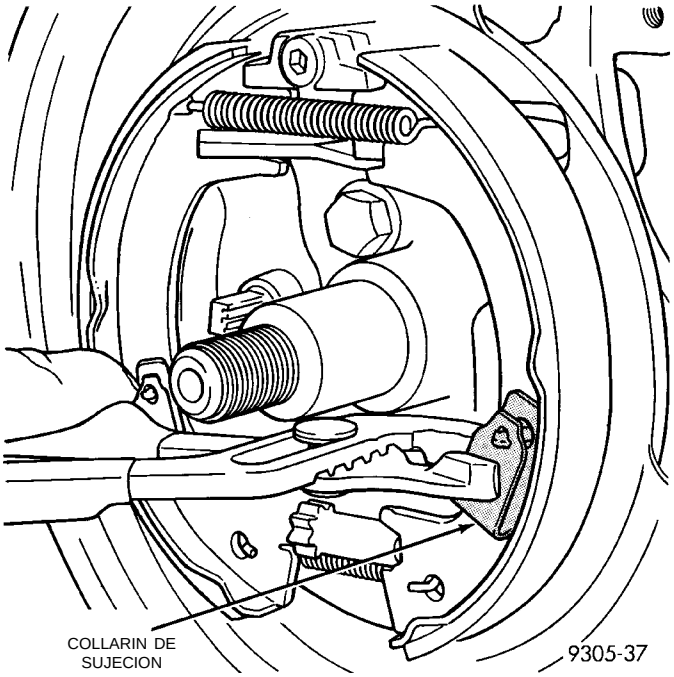
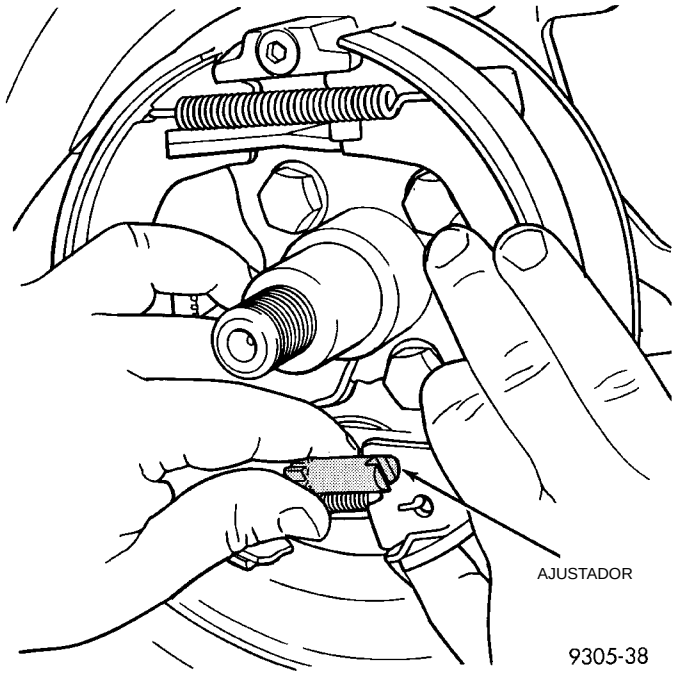

Fig. 158 Collarín de sujeción de la zapata trasera de freno
Fig. 159 Conjunto del ajustador de zapata de freno de estacionamiento
(1) Retire el conjunto del calibrador del freno de disco trasero del adaptador y rotor (Consulte Desmontaje de la zapata de freno de disco).
(2) Retire el rotor trasero de la maza trasera.
(3) Retire la tapa guardapolvo de la maza trasera.
(4) Retire la tuerca de retén y la arandela del conjunto de maza y cojinete trasero.
(5) Retire el conjunto de maza y cojinete trasero del vástago trasero.
(6) Retire el collarín de sujeción del conjunto de la zapata trasera de freno (Fig. 158).
(7) Gire la rueda del ajustador de la zapata de freno hasta que el ajustador esté en la longitud más corta.
(8) Retire el conjunto del ajustador de los conjuntos de zapatas del freno de estacionamiento (Fig. 159).
(5) Instale el conjunto del ajustador de la zapata de freno con la rueda estrellada hacia atrás (Fig. 159).
(6) Instale el collarín de sujeción de la zapata trasera de freno (Fig. 158).